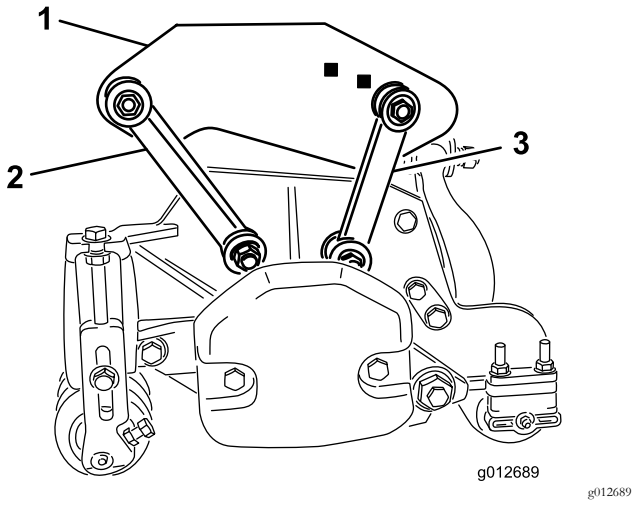

Figur 19
- Fest fremre monteringskoblinger til bærerammehullene med en bolt (3/8 x 2 1/4 tomme), to flate skiver og en låsemutter som vist i Figur 19. Plasser en skive på hver side av koblingen når du monterer. Stram til festene med et moment på 42 N·m.
- Fest monteringskoblingene til bakre bærerammehull med en bolt (3/8 x 2 1/4 tomme), to flate skiver og en låsemutter som vist på Figur 19. Plasser en skive på hver side av koblingen når du monterer. Stram til festene med et moment på 42 N·m.